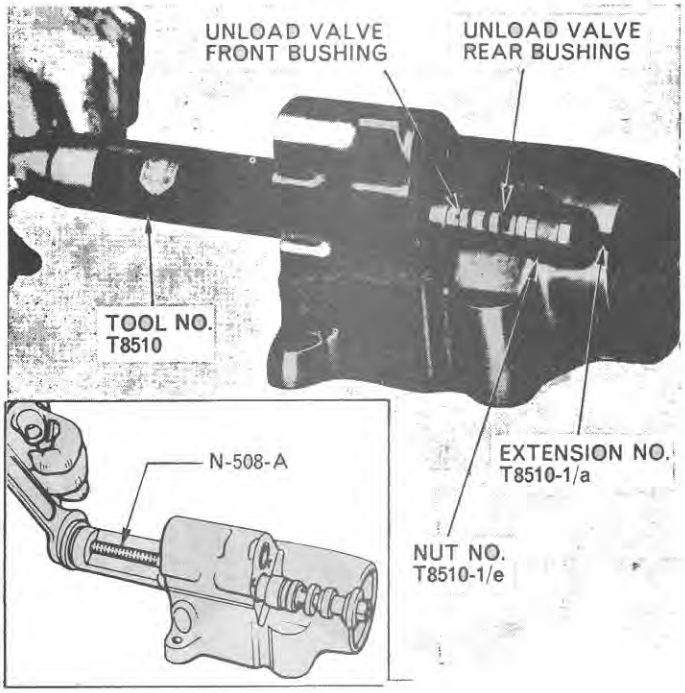

Figure 26
3. Place the unload valve rear bushing over the Extension, making the assembly with the long spigot end facing away from the front bushing. Screw the special Guide Nut T.8510-1/e on to the extension and locate the adjacent spigot end of the rear bushing in the counter bore in the nut, Figure 26. Lubricate the outside surfaces of both bushings and draw them into the bore until the inner end of the spigot (the back of the rear land) on the rear bushing is flush with the rear face of the cylinder. The bushings are correctly located when the front face of the guide nut touches the rear face of the cylinder. The rear bushing must be centralized correctly when making the assembly, otherwise difficulty may be experienced in obtaining entry into the bore.
Alternatively use Lift Cylinder Bushing Remover and Replacer No. N-508-A to install the unload valve bushings, inset—Figure 26.